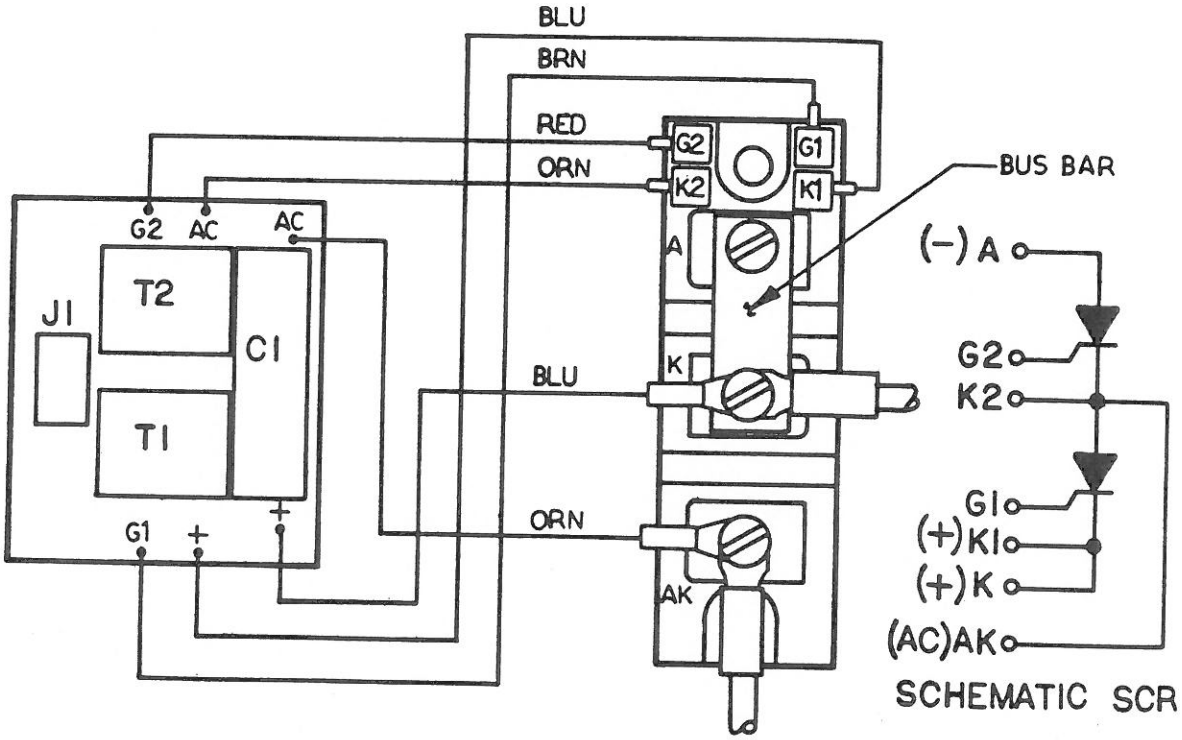

FIGURE 5-4. SLIMLINE SCR WIRING, SIZES A AND B
5.1.2 SCR Assembly (Refer to Figures 5-4 thru 5-8)
5.1.3 SCR Assembly Replacement, Sizes A and B (Refer to Figures 5-4 & 5-5)
b) Take care to correctly connect color coded gate, color coded snubber and power wires per Figure 5-4 and appropriate interconnect diagram in Drawing Section 6.0.